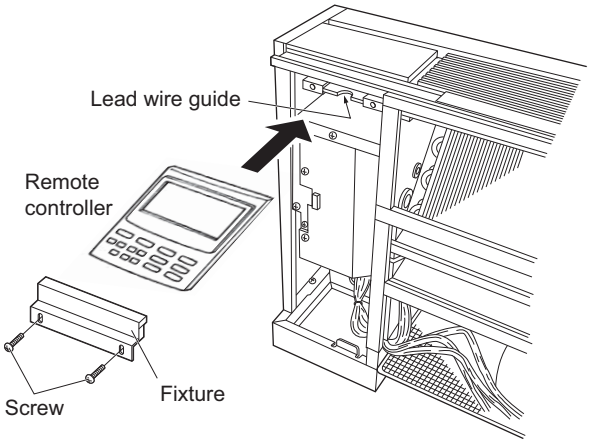

Fig. 2-310
(2) Remove the front panel. Remove the screws and fixture. (Fig. 2-310)
(3) Place the remote controller into the space in the unit as shown in Fig. 2-310. Assemble the lead wires of the remote controller to its rear side center and route them to the lead wire guide.
(4) Secure the fixture using the supplied screws.